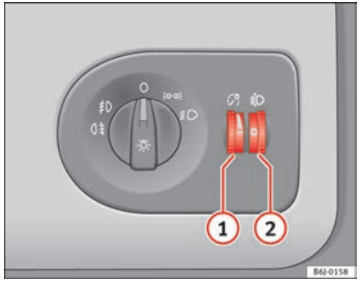

Fig. 51 Dash panel: regulation for instrument and switch illumination and headlight range control
When the headlights are switched on, the brightness of the instruments and switch lighting can be regulated to suit your requirements by turning the thumb wheel ⇒ fig. 51 (1).